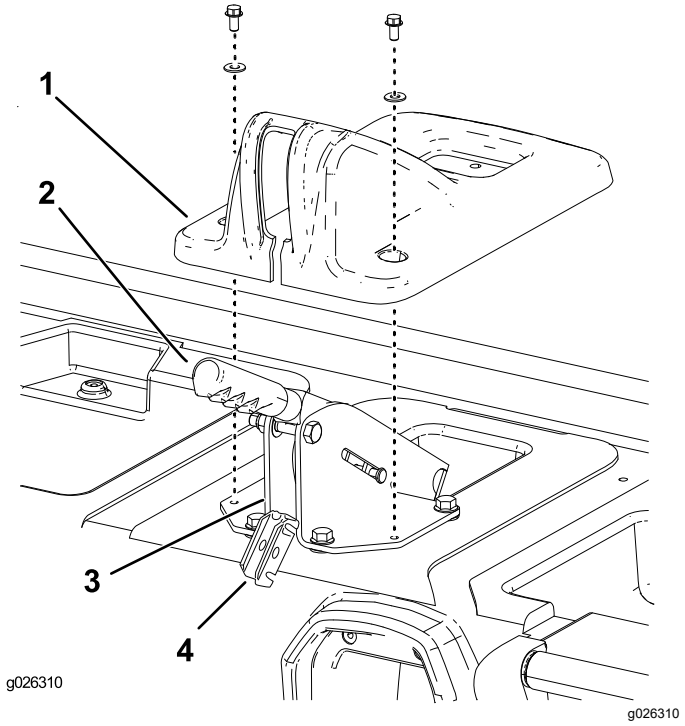

Рисунок 4
2. Открутите 2 болта с шайбами, которыми крышка стояночного тормоза крепится к основанию сиденья (Рисунок 4).
3. Поднимите крышку над рычагом стояночного тормоза и снимите ее с основания сиденья (Рисунок 4).
4. Извлеките штифт с головкой и отверстием под шплинт, которым кронштейн балансира троса тормоза крепится к задней части опорного кронштейна рычага тормоза (Рисунок 4).
5. Снимите кронштейн балансира с опорного кронштейна и отцепите от него тормозные тросы (Рисунок 4).
6. Удалите зажимы, которыми тормозные тросы крепятся к задней части опорного кронштейна рычага тормоза (Рисунок 4).